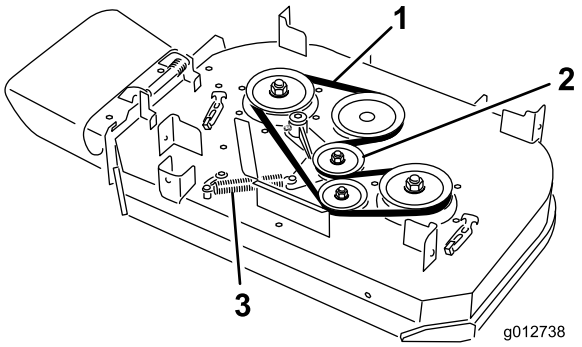

Figuur 64
4. Verwijder de veer van de ankerpost op de arm van de spanpoelie (Figuur 64).
5. Verwijder de versleten drijfriem (Figuur 64).
6. Plaats de nieuwe drijfriem rond de koppelingspoelie, de poelies van het maaidek en de spanpoelie (Figuur 64).
7. Monteer de veer aan de ankerpost op de arm van de spanpoelie (Figuur 64).
6. Plaats de nieuwe drijfriem rond de poelies van het maaidek en de spanpoelie (Figuur 64).
5. Verwijder de veer van de ankerpost op de arm van de spanpoelie (Figuur 64).
6. Verwijder de versleten drijfriem (Figuur 64).
7. Plaats de nieuwe drijfriem rond de poelies van het maaidek, de koppelingspoelie en de spanpoelie (Figuur 64).
8. Monteer de veer op de ankerpost (Figuur 64).